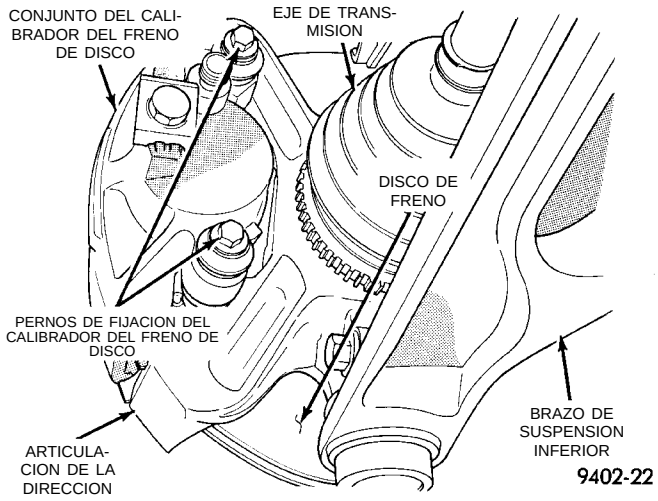

Fig. 16 Pernos de fijación del calibrador de freno de disco
(3) Eleve el vehículo sobre gatos fijos o centrado en un elevador de contacto de bastidor. Para ver el procedimiento de elevación requerido por este vehículo, consulte Elevación, en la sección Lubricación y mantenimiento de este manual.
(4) Retire la rueda de lantera y el neumático.
(5) Retire los pernos de fijación del calibrador de freno de disco delantero en la articulación de la dirección (Fig. 16).
(8) Instale los pernos de fijación del calibrador de freno de disco a la articulación de la dirección (Fig. 16). Apriete los pernos de fijación con una torsión de 31 N·m (23 lbs. pie).